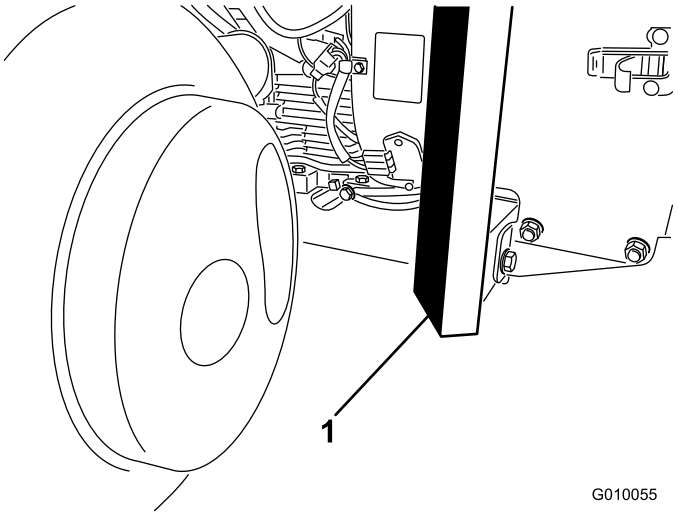

**Figuur 40**
2. Plaats de krik stevig onder de voorkant van het frame (Figuur 40).